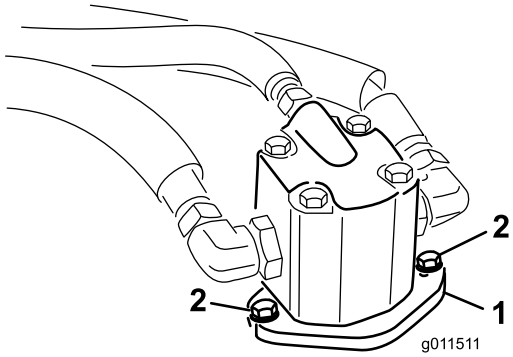

Figur 71
4. Ta bort de bultar som håller fast hydraulmotorn vid klippenheten (Figur 71). Lyft av motorn av klippenheten och lägg den ovanpå klippenheten.